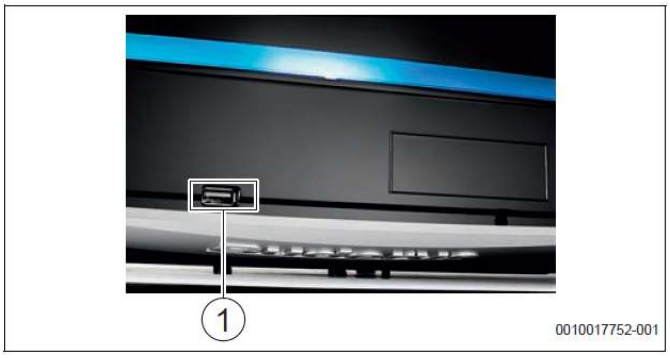

Рис. 103 USB-інтерфейс: використання з USB-флеш-накопичувачем
- Звичайний USB-флеш-накопичувач, який пропонується в роздрібній торгівлі, слід вставити безпосередньо в USB-інтерфейс системи керування (→ Рис. 103).